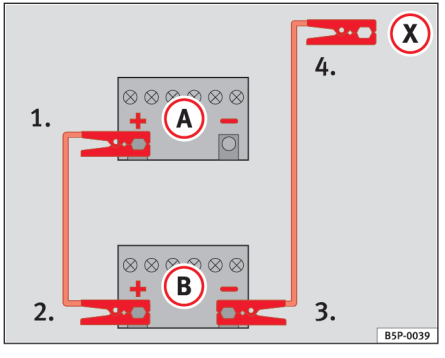

Fig. 159 Sådan skal startkablerne sættes på.
På ⇒ fig. 159 er (A) det afladede batteri, og (B) det strømgivende batteri.
1. Sæt den ene ende af det røde startkabel på pluspolen ⇒ fig. 159 (+) i bilen med det afladede batteri ⇒ ⚠.
4. Sæt den anden ende af det sorte startkabel (X) på en massiv metaldel, der er skruet fast på motorblokken, eller på selve motorblokken i bilen med det afladede batteri – dog ikke i nærheden af batteriet ⇒ ⚠.